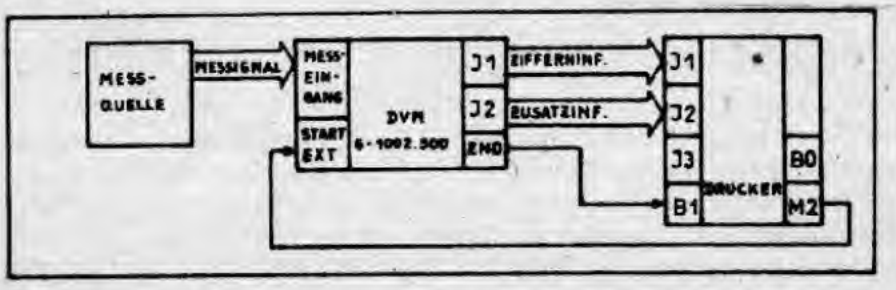

Bild 8: Verkettung mit Drucker - Ablauf eines sich ständig wiederholenden Mess-Druck-Zyklus
- Die Zeit zwischen 2 Messungen/Ausdrucken in Verkettungen nach Bild 8 und 9 erfolgt durch Einstellung am Pausenzeitregler des Druckers. Eine Pausenzeiteinstellung am Multimeter ist nicht vorhanden!
- Eine Unterbrechung der Meßkette in Verkettungen nach Bild 8 und 9 erfolgt durch Setzen der Taste B0 am Drucker.